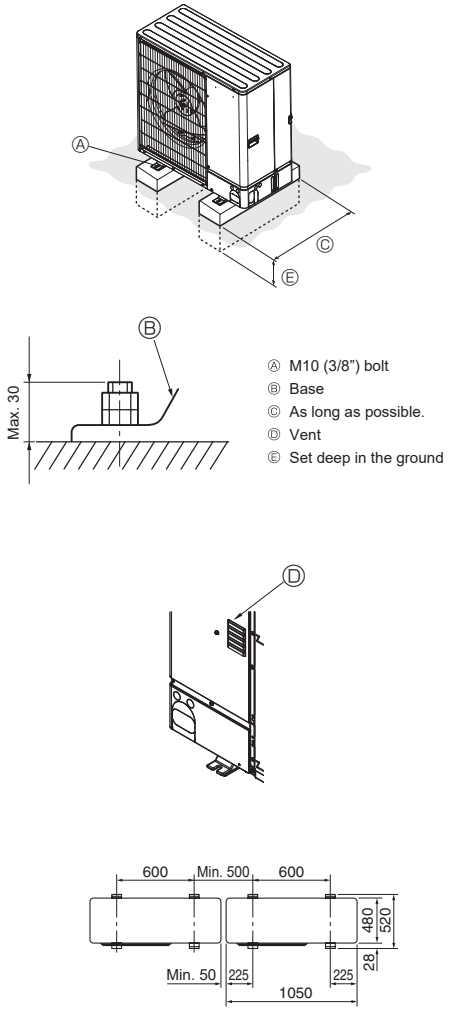

**Fig. 2-1**
- Be sure to install the unit in a sturdy, level surface to prevent rattling noises during operation. (Fig. 2-1)